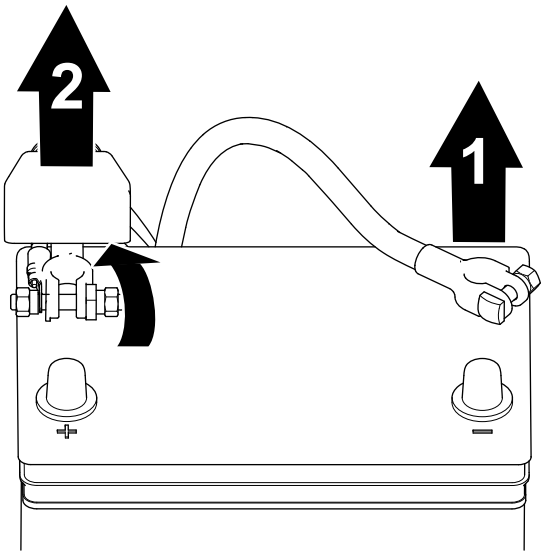

Figuur 38
2. Koppel de minkabel los van de accupool (Figuur 38).
3. Hef de isolatorkap op en koppel de pluskabel los van de accupool (Figuur 38).